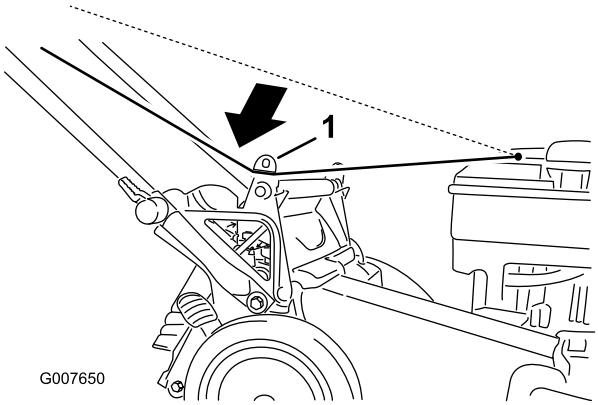

Figur 23
1. För in startsnöret längs den nedre styrningen (Figur 23).
4. Sätt i den bakre utkastarpluggen (Figur 23).